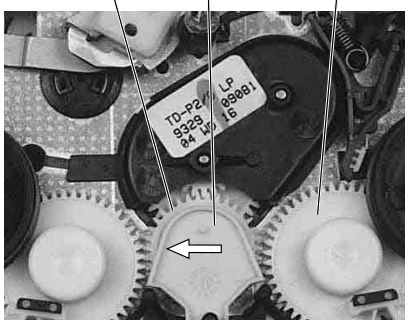

Fig. 31
– Hebel (Fig. 31, Pos. 19J) nach links schwenken, damit das Umlenkrad (Pos. 17J) nicht in das rechte Zahnrad (Pos. 18J) eingreift.
– Turn the lever (Fig. 31, Pos. 19J) to the left so that the swivelling gear (Pos. 17J) does not engage with the right gearwheel (Pos. 18J).